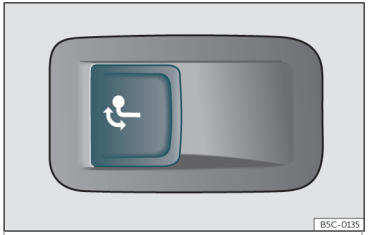

Fig. 187 Sul lato sinistro del bagagliaio: tasto per sbloccare il gancio del rimorchio.
- Premere brevemente il tasto››› fig. 187. Il gancio di traino si sblocca elettricamente e si gira automaticamente verso l'esterno. La spia di controllo del tasto lampeggia.
- Premere brevemente il tasto››› **fig. 187**. Il gancio di traino si sblocca elettricamente.
- Se la spia di controllo del tasto››› **fig. 187** *lampeggia*, significa che il gancio di traino non si è fissato correttamente o che è danneggiato ››› ⚠.
- Se la spia di controllo››› **fig. 187** *rimane accesa* con il portellone posteriore aperto, significa che il gancio di traino è fissato correttamente sia quando viene estratto sia quando viene nascosto.
- **Non premere mai il tasto››› fig. 187 quando un rimorchio è agganciato o un portapacchi o un altro accessorio è montato sul gancio di traino.**